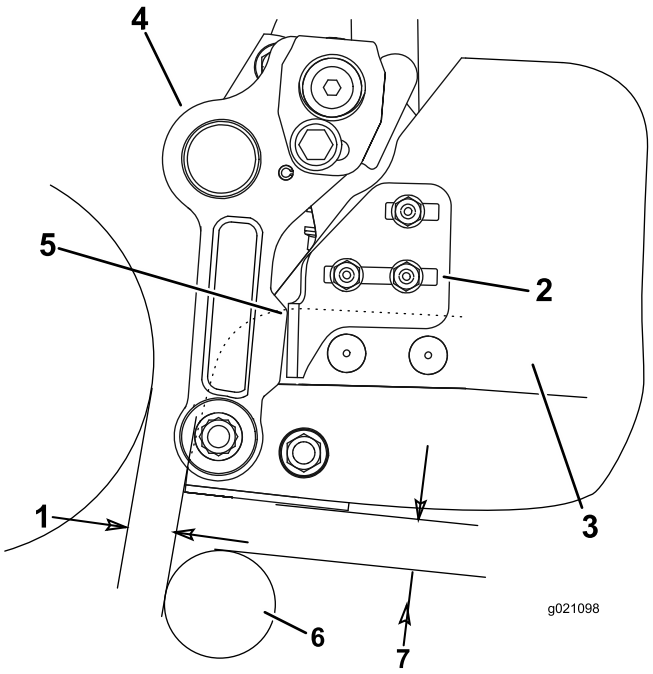

Figur 10
- På hver side av kurven løsner du låseskruemutterne som fester kurvens stoppbraketter til kurven (Figur 10).
- Posisjoner kurven slik at den er parallell med klippeenheten med en minste klaring på 6 mm mellom kurvens nederste kant og spolen (Figur 10).